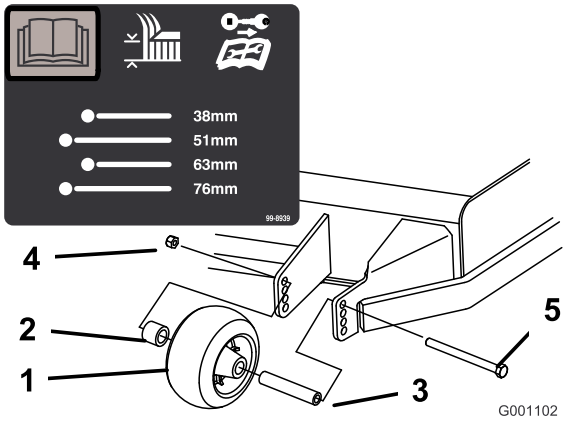
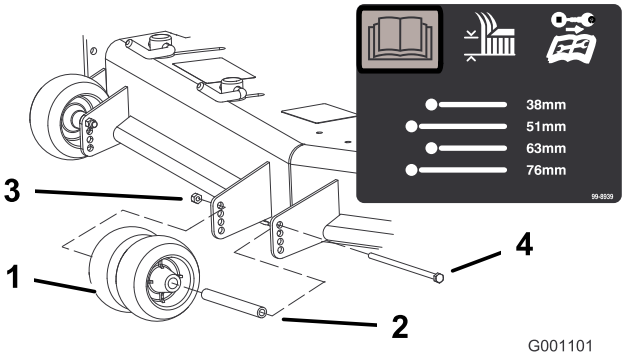
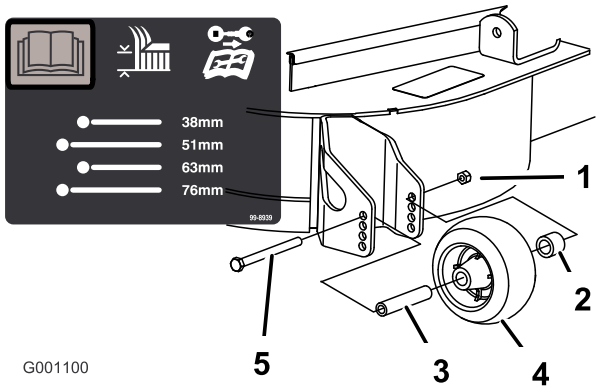

Figur 20
Figur 21
Figur 22
3. Etter å ha justert klippehøyden, juster valsene ved å fjerne flensmutteren, hylsen, avstandsstykket og bolten (Figur 20, Figur 21 og Figur 22).
Merk: De to midtre valsene har ikke et avstandsstykke (Figur 21).
5. Monter flensmutteren, hylsen, avstandsstykket og bolten. Trekk til bolten med et moment på 54–61 N·m (Figur 20, Figur 21 og Figur 22).